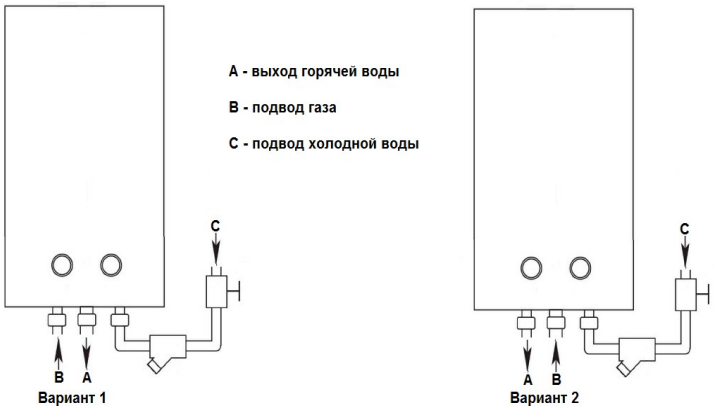

Рис. 15
- Подсоедините водонагреватель к трубопроводам холодной и горячей воды, убедитесь в вариантах расположения штуцеров входа холодной и выхода горячей воды, а также штуцера подачи газа, согласно надписей на нижней части корпуса водонагревателя (рис. 15);